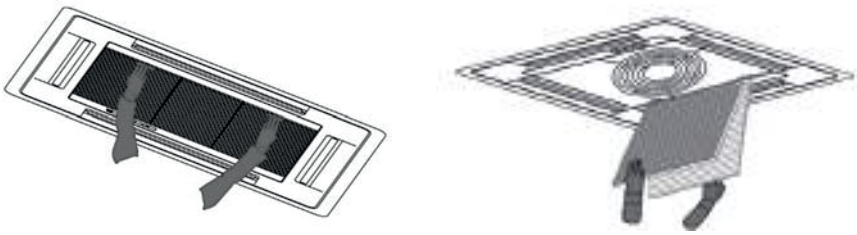

*Рисунок 6.4*
- Для чистки фильтра- сетки необходимо извлечь его из корпуса блока. Для этого откройте крышку передней панели блока и потяните фильтр вниз и на себя (см. рисунок 6.4)